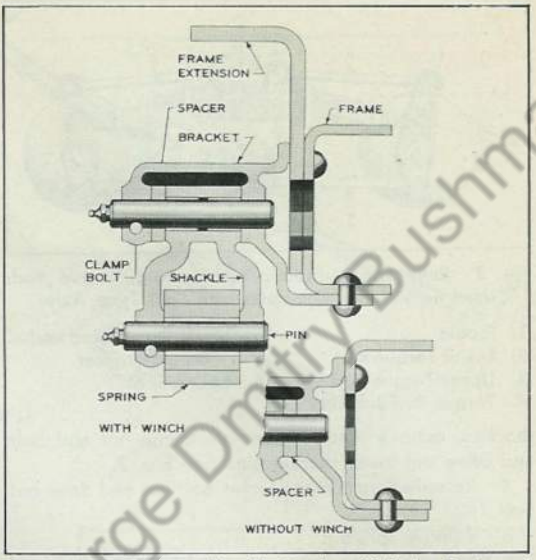

Fig. 2 Front Spring Shackle Used on Vehicles Equipped with Banjo Type Axles
3. THE "Y" TYPE OF SHACKLE shown in Fig. 2 is used on vehicles equipped with banjo type front axles.
4. Shackle shown in Fig. 2. Remove shackle pin clamp nuts and bolts and drive out shackle pins. Frame is provided with hole to facilitate driving out upper shackle pin.
shackles, remove shackle lower pin clamp nut and bolt and drive out lower shackle pin. See Fig. 2.